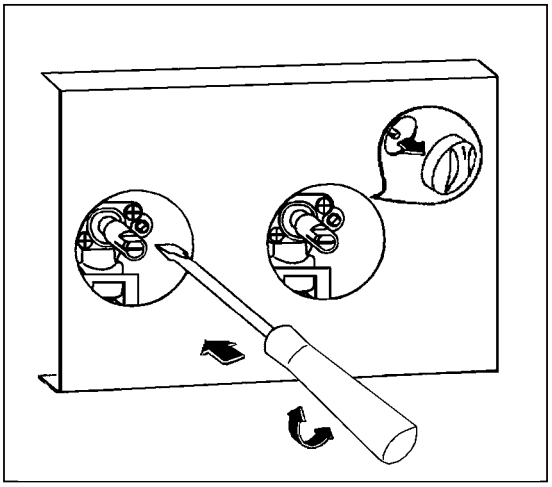

fig. 18
4. Dévissez ou vissez la vis pointeau (qui se trouve à droite de l'axe du robinet fig. 18) jusqu'à l'obtention d'une flamme très courte mais stable pour le gaz naturel. Pour le gaz butane - propane, vissez totalement la vis dans le sens des aiguilles d'une montre.
4. Dévissez la vis pointeau (fig. 18) d’environ 3 tours.